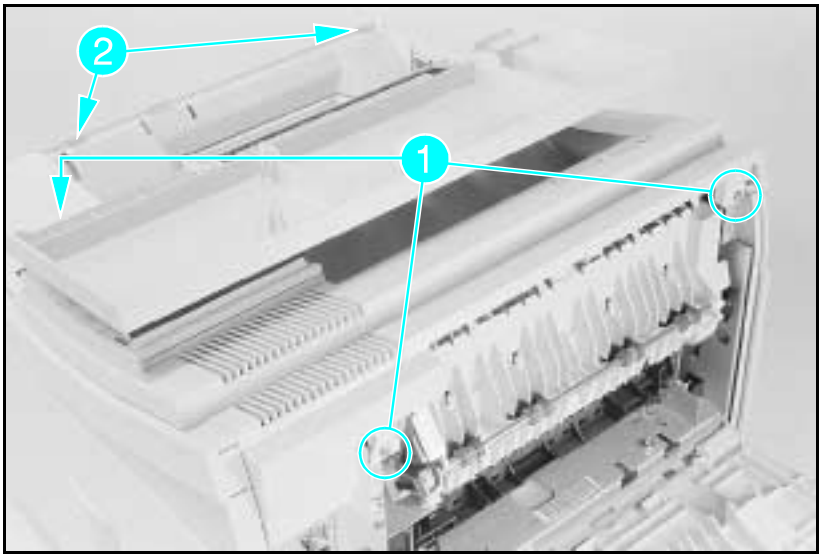

Figure 6-3 Front Top Cover Screws and Latches
4 Remove the (3) screws shown in Figure 6-3, callout *1*.